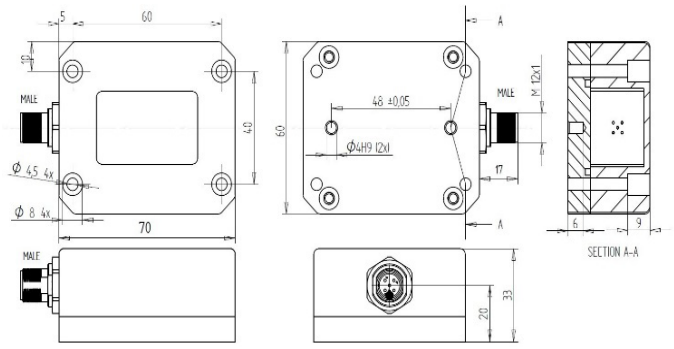

Figure 2 - QG76 housing size – 70 x 60 x 33 mm
- A 2-axis inclinometer must be mounted horizontally. The factory default zero position is shown in Figure 2. After installation, sensor can be zero adjusted to eliminate the mechanical offsets within a ±5° offset range.